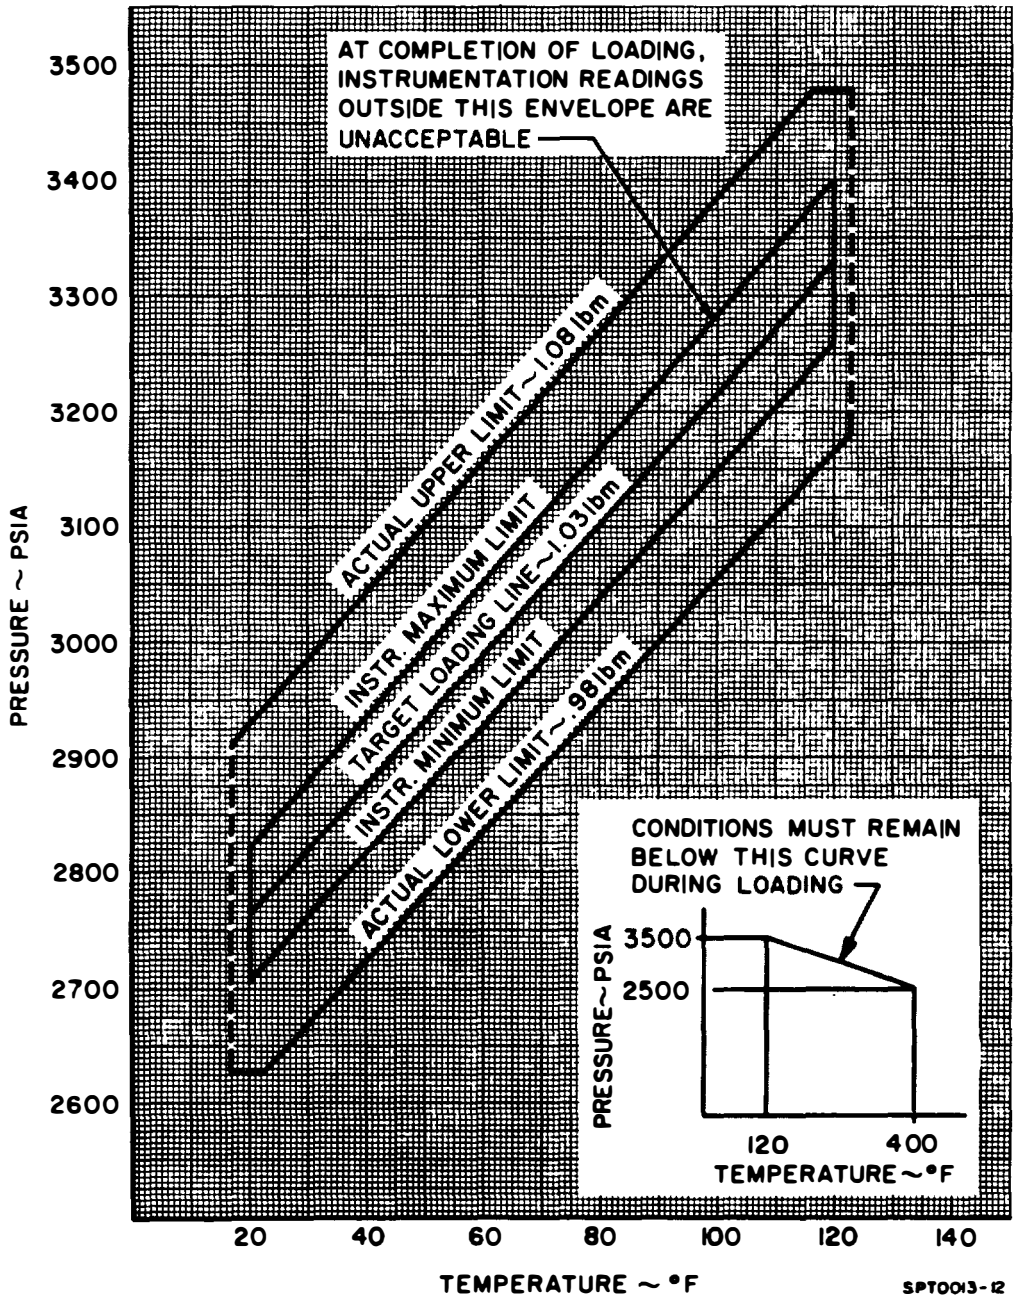

Figure 4-11. RCS Theoretical Helium Bottle Loading Envelope, Pressure vs Temperature
3. RCS: TEMP/PRESS MON sel - He A & B PRESS ind - 2820 to 3280 psia	This range represents minimum-to-maximum RCS theoretical helium bottle loading envelope pressure, before pressurization, as function of helium temperature and loading mass. For other bottle pressure values, see figure 4-11.